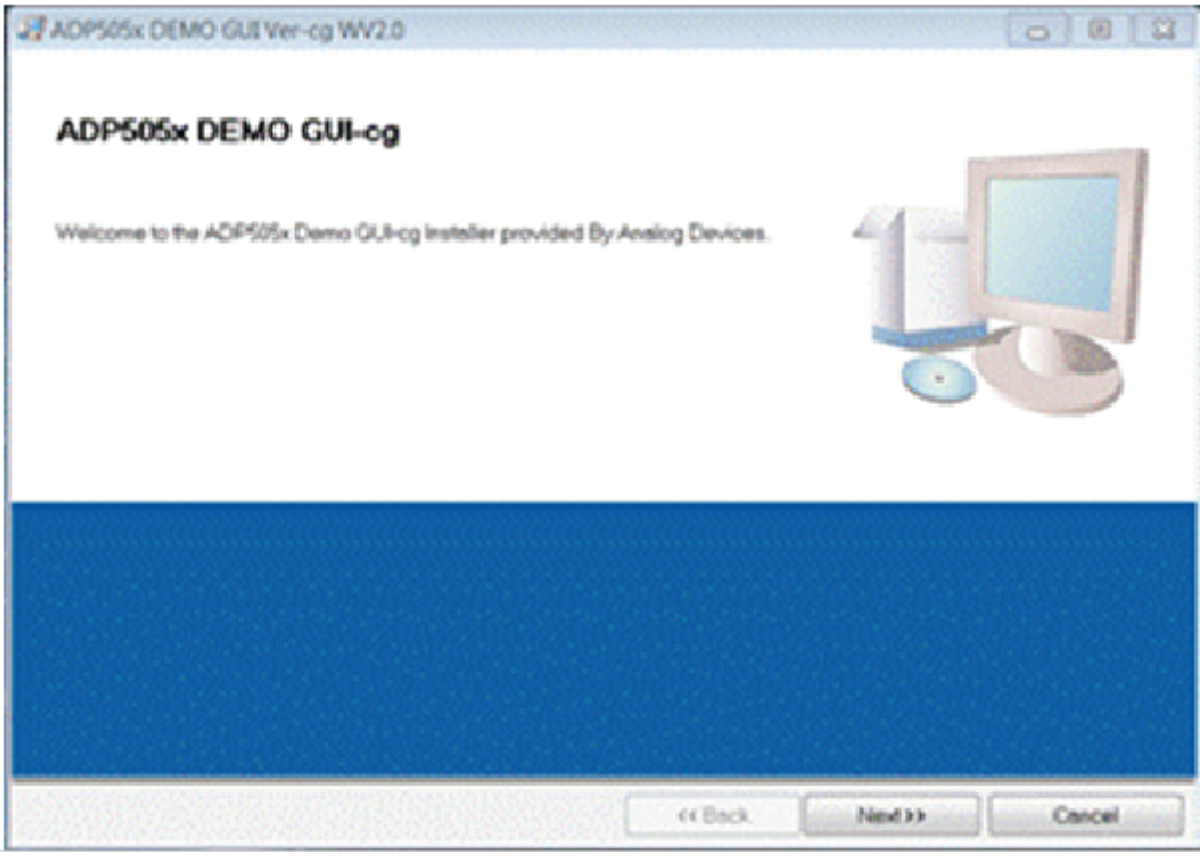

Figure 2. ADP5051 Evaluation Software Setup
1. Launch the **Setup.exe file**. When the dialog box shown in Figure 2 appears, click **Next** to continue.